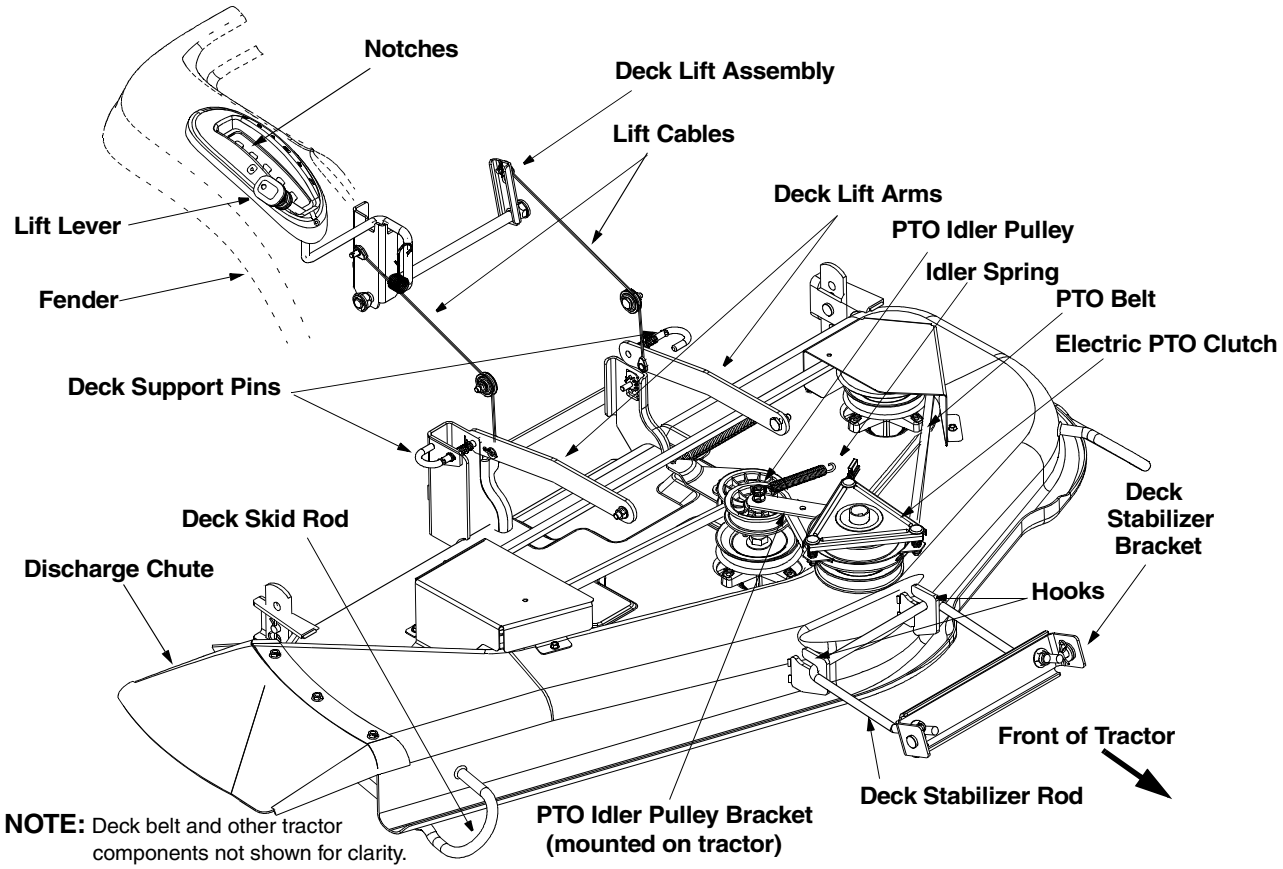

Figure 3
- Move the cutting deck into position so that the the hooks found on the front end of the deck fit snuggly around the deck stabilizer rod as shown in Figure 3.
- Raise the left side of the cutting deck by grasping the deck skid rod and lifting upward. Pull the deck support pin (on the left side of the deck) outward and align it with the hole on the rear of the left deck lift arm before releasing the pin to lock it in place as shown in Figure 3. Repeat on the right side.
- Route the PTO belt around the electric PTO clutch as shown in Figure 3.
- Grasp the PTO idler pulley bracket and pull it towards the discharge chute, then route the belt around the PTO idler pulley as shown in Figure 3.